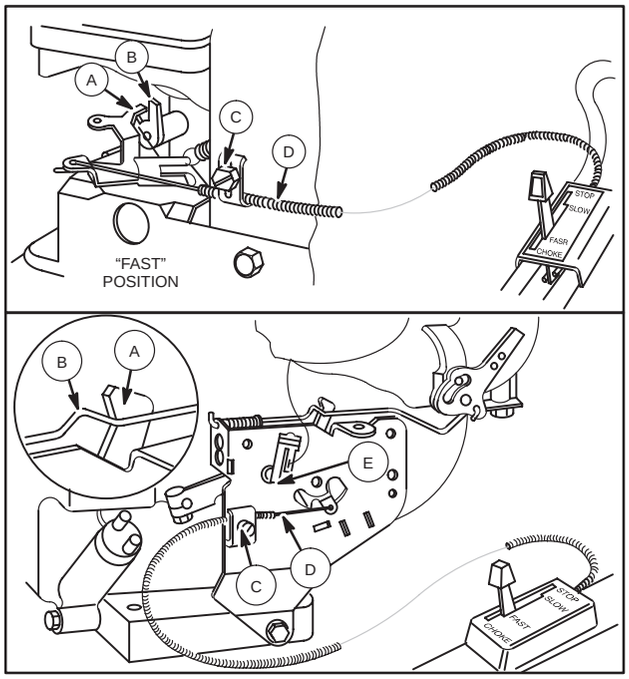
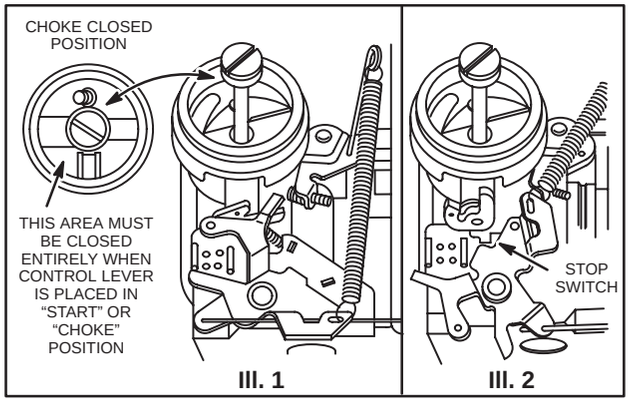

Fig. 355 – CHOKE-A-MATIC® CONTROL, TYPICAL
Fig. 356 – CHOKE AND STOP POSITION
Fig. 355 illustrates typical remote control installations used with Choke-A-Matic® carburetors.
1. To adjust, move remote control lever to "FAST" position. Choke actuating lever "A" should just contact choke shaft "B" or link "B" as shown in Fig. 355.
4. Choke valve should be completely closed, Fig. 356, Ill. 1.
5. Then move remote control lever to "STOP" position. Control must contact stop switch blade, Fig. 356, Ill. 2 or "E," Fig. 355.